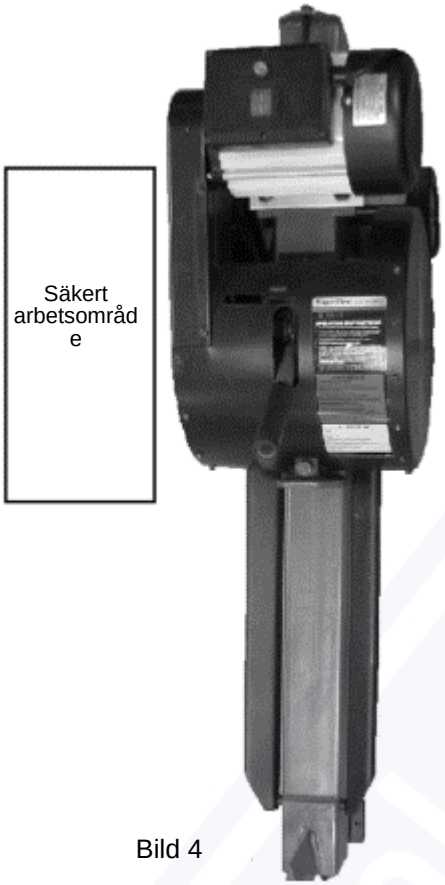

Bild 4
• Användaren ska alltid stå i det säkra arbetsområdet (bild 4). Håll alla kroppsdelar på säkert avstånd från rörliga delar.